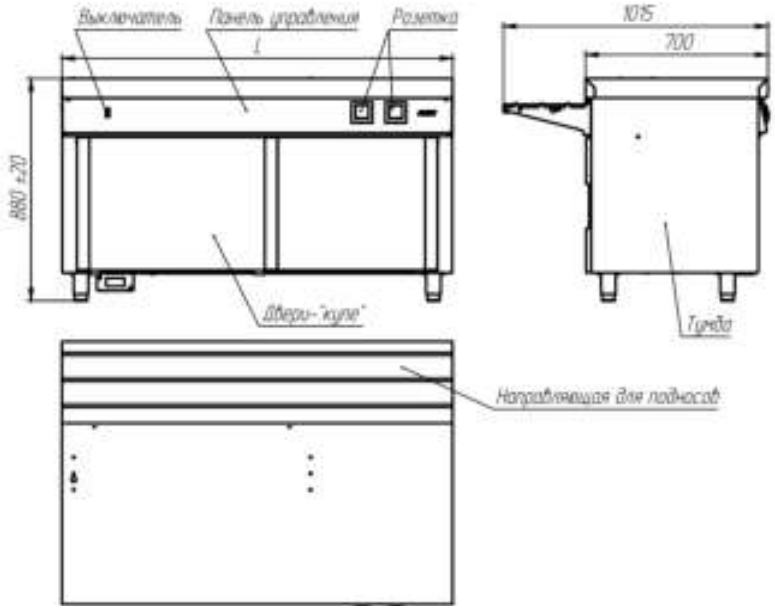

Рисунок 1
1.3.2.1 Прилавок для горячих напитков, нейтральный стол, см. рисунок 1, представляет собой тумбу с дверями- «купе» для хранения кухонного инвентаря. На тумбе устанавливается направляющая для подносов. На панели управления установлены розетки для подключения дополнительного оборудования и приспособлений. Выключатель на панели управления служит для включения подсветки модуля и полки.